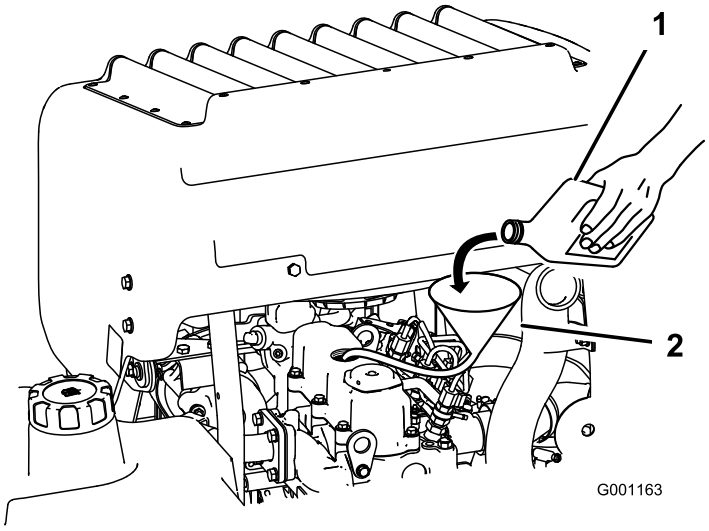

Figur 39
3. Använd en slang och en tratt för att fylla på olja i motorn (Figur 39).